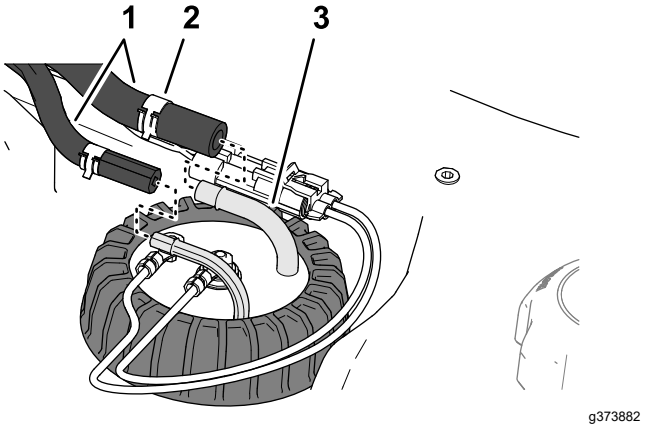

Figuur 89
4. Verplaats de klemmen waarmee de slangen zijn bevestigd aan de fittings van de brandstofsensor naar binnen en verwijder de slangen van de fittings (Figuur 89).